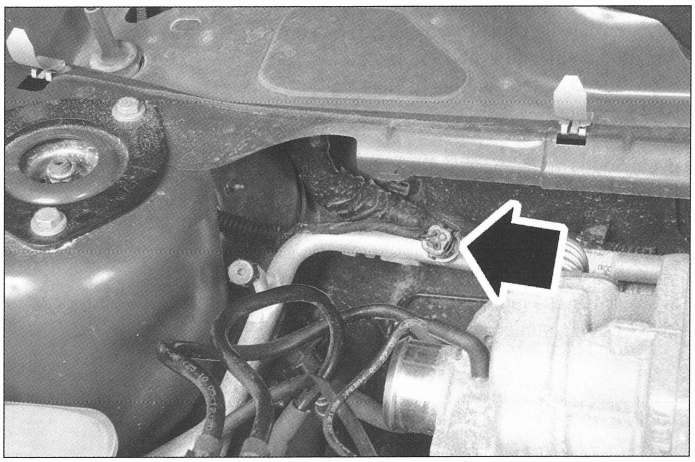

FIG. 3
• Desconectar el captador (fig. 3 o 4).
Presostato doble atornillado en la tubería que va del condensador al evaporador, en la parte delantera derecha en el compartimento motor (fig. 3).